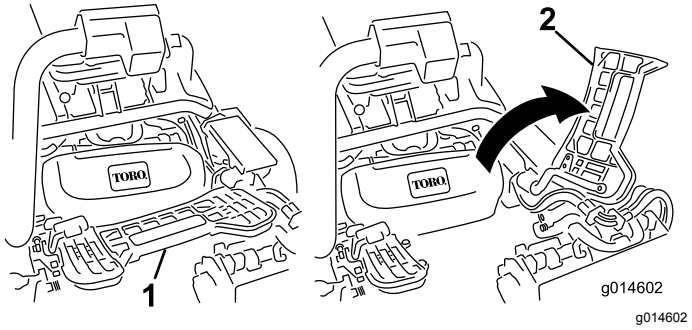

Figuur 28
1. Klap de voetsteun omhoog zodat u bij het middelste maaidek kunt (Figuur 28).